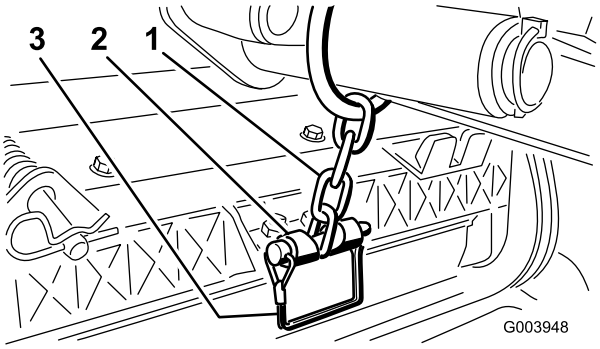

Figur 9
12. Fäst lyftarmens kedja på kedjefästet med låsstiftet (Figur 9). Använd så många kedjelänkar som rekommenderas i bruksanvisningen till klippenheterna.